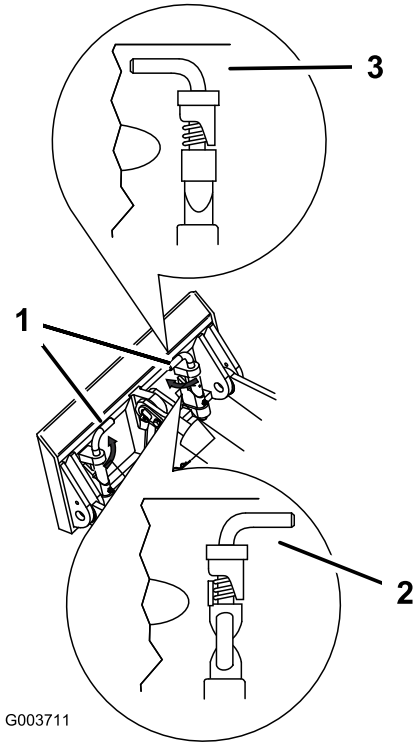

Figuur 20
7. Zet de snelkoppelingspennen vast en zorg ervoor dat deze volledig in de bevestigingsplaten zitten (Figuur 20).